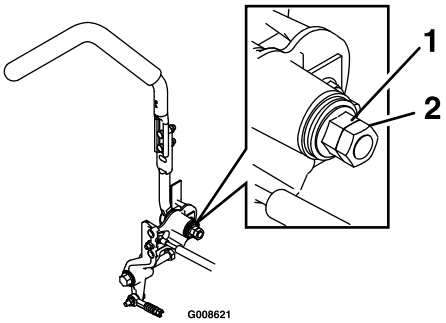

Figure 68
2. Loosen the jam nut (Figure 68).